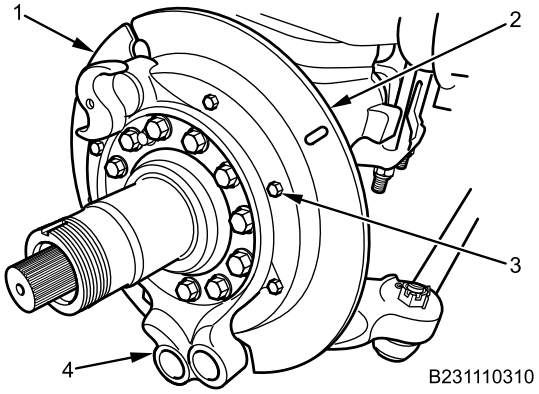

Figure 1. Dust Shield.
1. Remove five bolts (Figure 1, Item 3), upper dust shield (Figure 1, Item 2), and lower dust shield (Figure 1, Item 1) from brake spider assembly (Figure 1, Item 4). Discard bolts (Figure 1, Item 3).